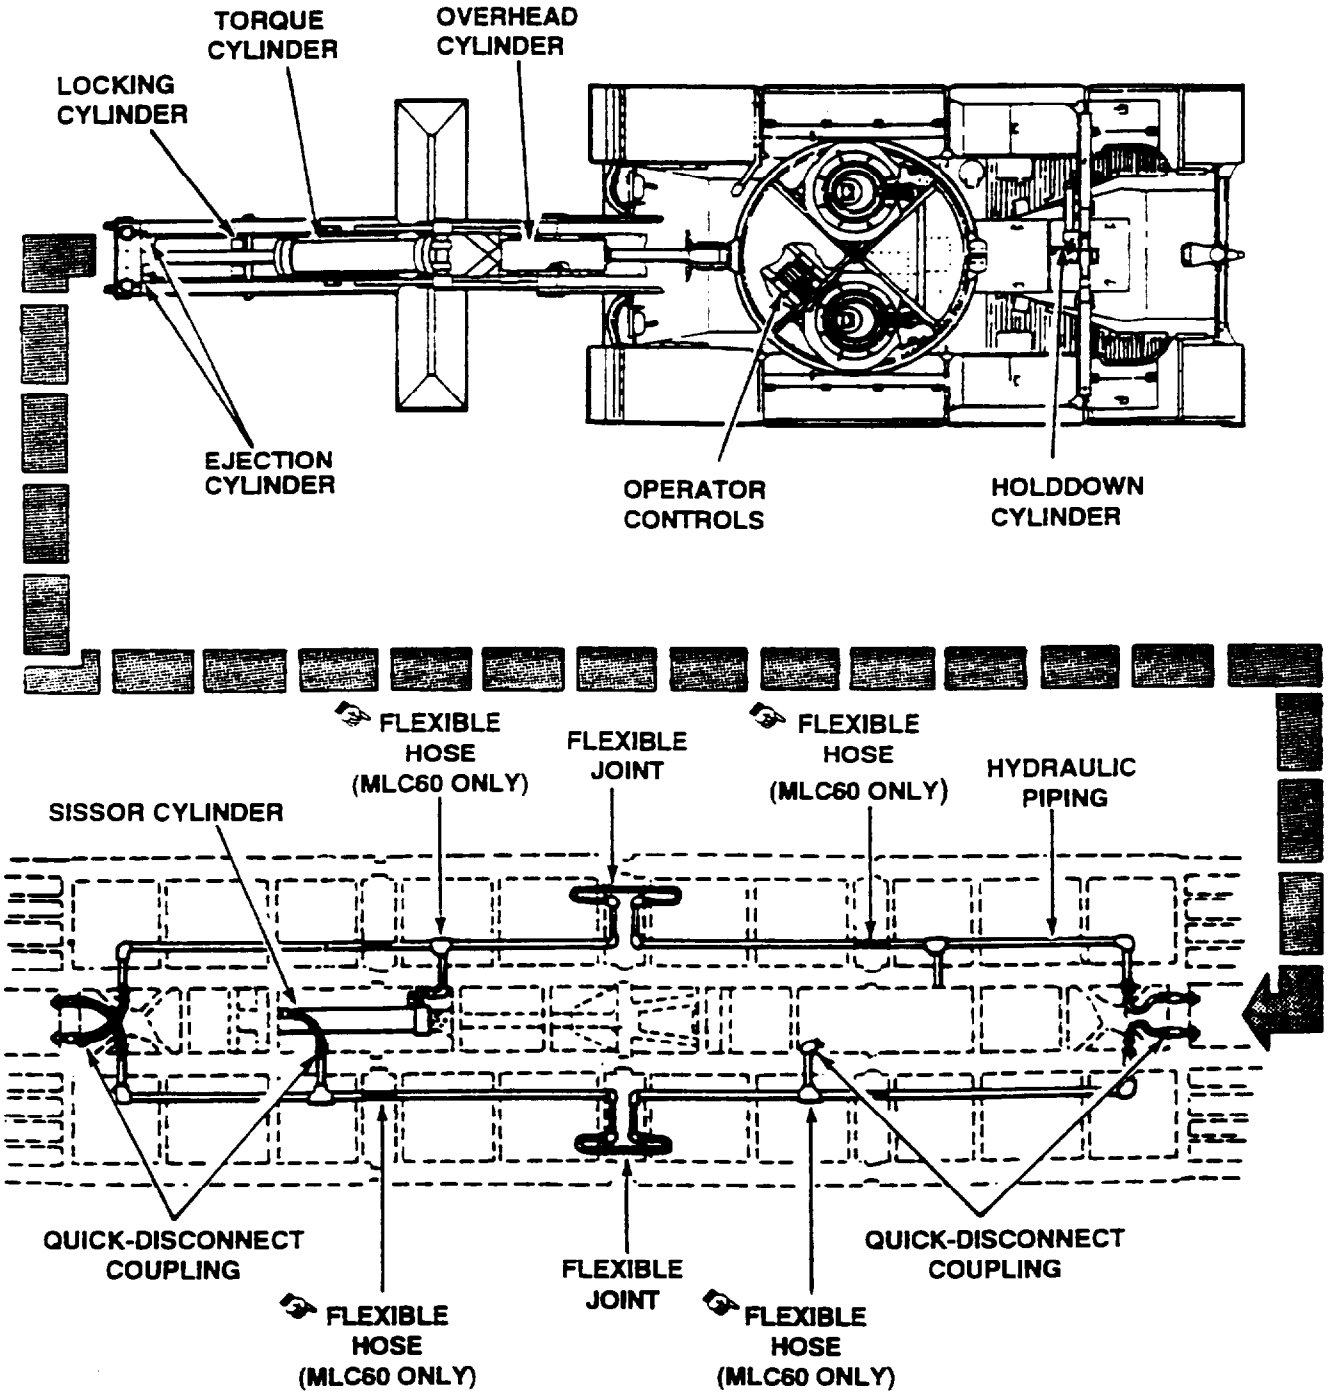

FIGURE 1-4. AVLB Hydraulic System Components.
a. AVLB Hydraulic System. The bridge hydraulic system consists of all the components and mechanics required to extend and retrieve the bridge (see FIGURE 1-4). The lines, cylinders and connectors each play a role in the operation of the bridge. The bridge needs 3800 pounds per square inch (PSI) minimum pressure to operate. The hydraulic pump used to generate the pressure is in the launcher. It is driven by the engine through a power take-off and a manual clutch. The control valve bank directs the pressure to the cap or rod end of the actuating cylinder. The fluid is supplied to the bridge by connecting lines and hydraulic cables. These lines and cables are attached to the lines of the bridge by quick-disconnect connectors. The bridge disconnects itself when launched which reduces the exposure of the soldier to enemy fire. The bridge uses FRH type hydraulic fluid. A hydraulic filter is located in the system to remove any impurities that might pollute the system and cause the hydraulics to fail.